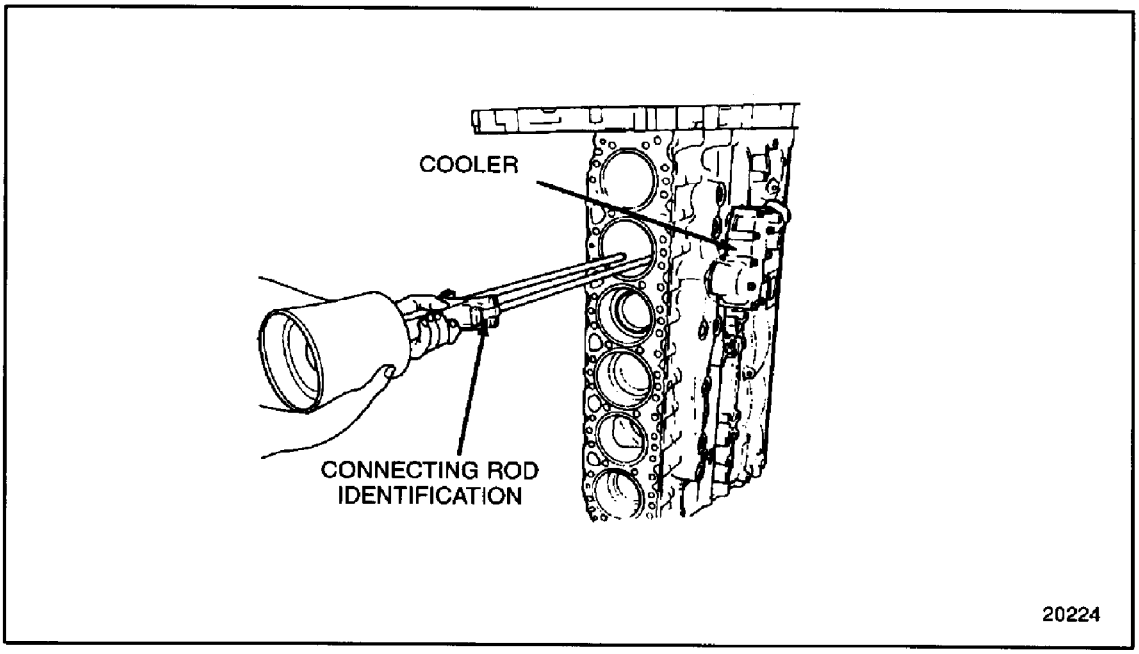

Figure 1-299 Connecting Rod Indexing
14. With the crankshaft throw in the bottom position, ensure the number on the connecting rod is towards the cooler side of the engine, place the ring compressor and the piston and connecting rod assembly over the cylinder where it is to be installed. See Figure 1-299.